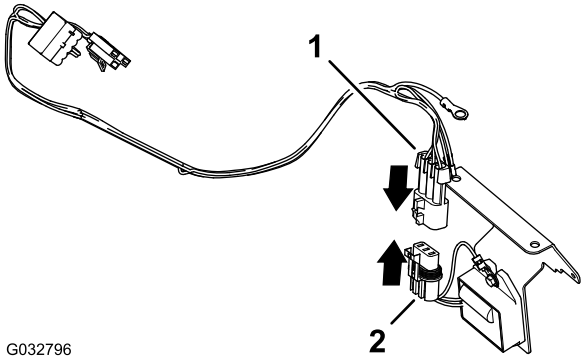

Figuur 5
4. Sluit de stekker met 3 contacten van de kabelboom aan op de stekker met 3 contacten van de spanningsregelaar (Figuur 5).